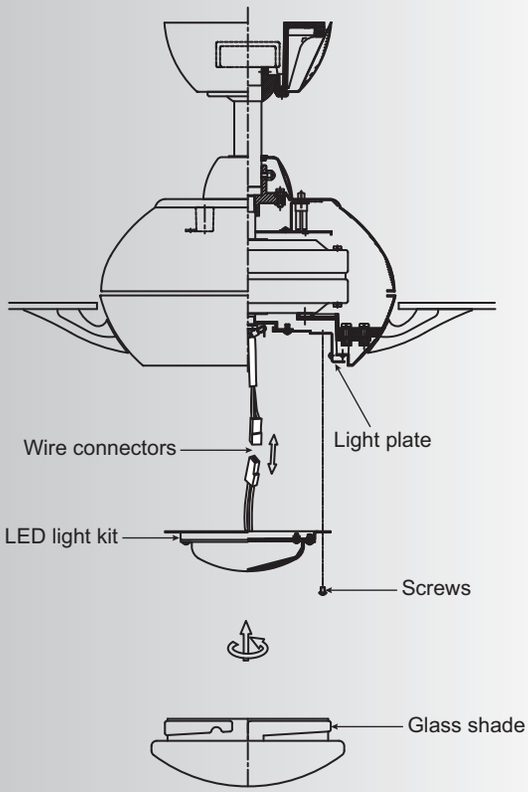

Fig. 19
Step 2. While holding the LED light kit under the fan motor, make the wire connections: (Fig. 19
Step 3. Tuck the connections neatly into the light plate. Place the key holes on the LED light kit over the 2 screws previously loosened from the light plate, turn the LED light kit until it locks in place at the narrow section of the key holes. Secure by tightening all three screws. (Fig.19)
Step 4. Raise the glass shade against the LED light kit and turn clockwise until snug, **DO NOT OVERTIGHTEN.** (Fig. 19)